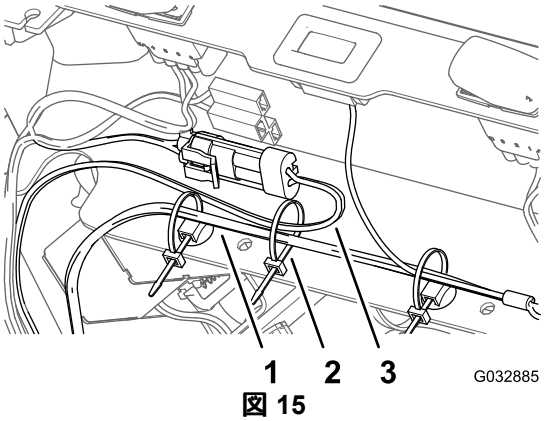

図 15
5. ケーブルタイを使って、LED ライト用のワイヤハーネスを、マシン本体用ワイヤハーネスに 図 15 のように固定する。